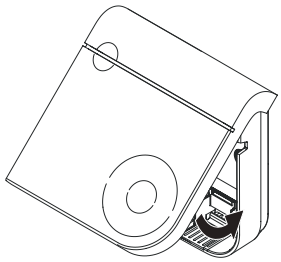

Rys. 48 - Zamknij i przyciśnij do chwili kliknięcia
b. Zamknij i przyciśnij, aż rozlegnie się kliknięcie (Rys. 48).